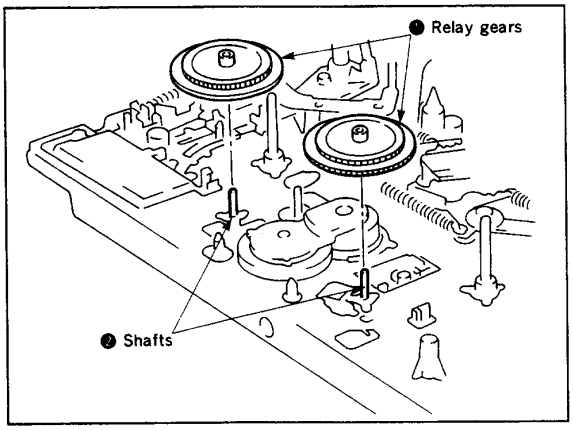

Fig. 3-26.
3-20. RELAY GEAR (Fig. 3-26)
2) Remove the sub-chassis. (Refer to Fig. 3-26.)
3) Disengage the claw ❶, then pull out the limiter arm ❷.
4) Disengage the two claws ❸, then pull out the limiter slide plate ❹.